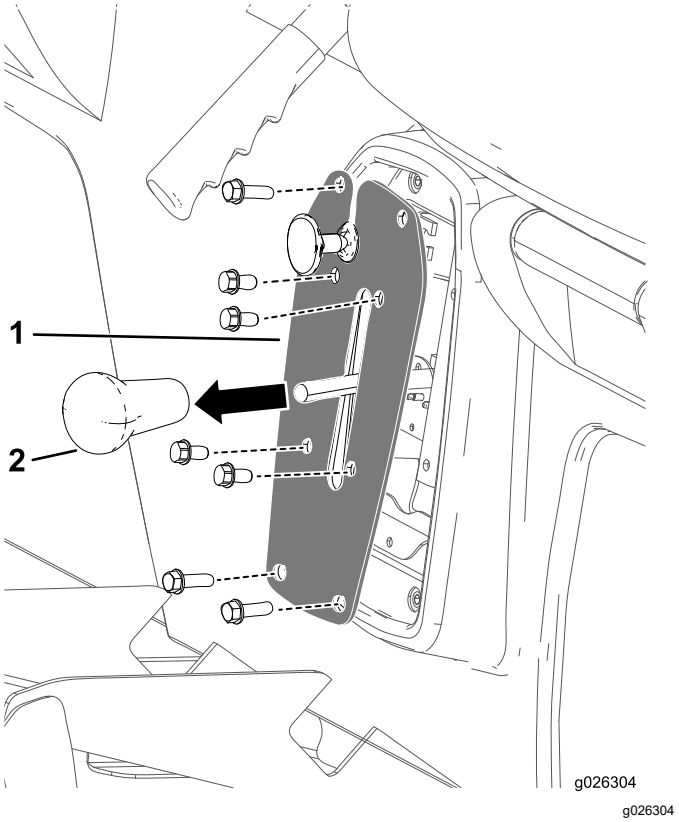

Figura 43
1. Retire el pomo de la palanca de cambios (Figura 43).
2. Retire los 4 pernos que sujetan la placa del selector de marchas al soporte de la placa (Figura 43).
3. Retire los 4 pernos que sujetan la placa del selector de marchas a la base de los asientos, y retire la placa del selector de marchas (Figura 43).
4. Enrosque el pomo en la palanca de cambios y apriételo a mano (Figura 43).